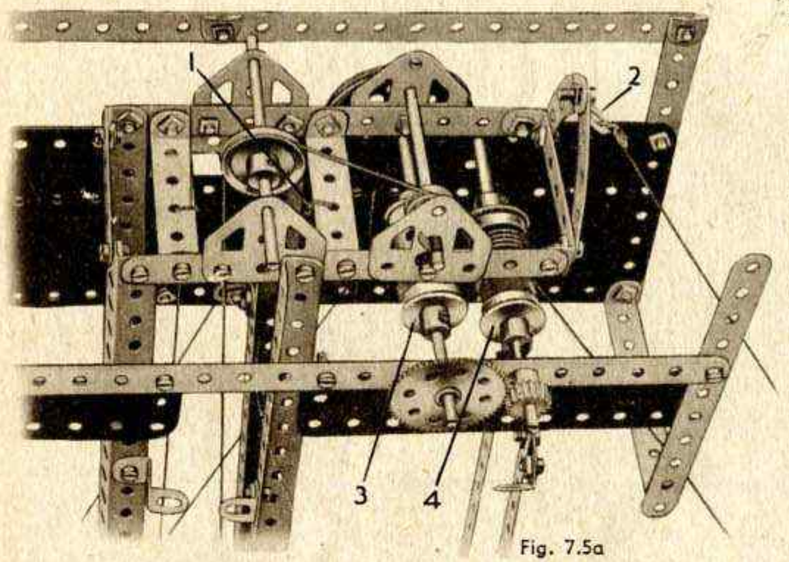

Fig. 7.5a
La Fig. 7.5a présente la cabine, toit enlevé, pour montrer la disposition du système d'enroulement. Les cordes qui guident l'ascenseur sont attachées en 1, et la corde-guide du chariot est attachée à une équerre à 135° (2). Une corde est attachée autour d'une poulie folle de 12 mm. fixée à une équerre de 25 x 25 montée sur la cabine de l'ascenseur, elle passe autour d'une poulie de 25 mm. et d'une poulie de 12 mm. disposées en haut de la cage, et est finalement enroulée autour du tambour 3. Une seconde ficelle est attachée au chariot, et enroulée autour du tambour 4.